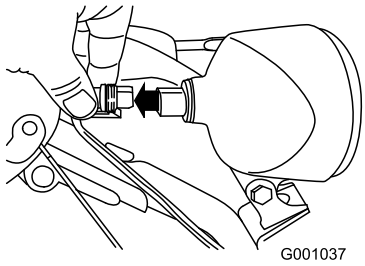

Rysunek 54
1. Odłącz wtyczkę przewodu z tyłu reflektora (Rysunek 54).